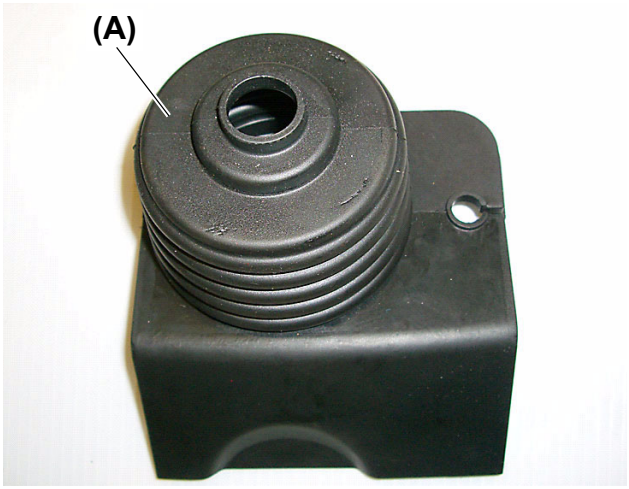

Fig. 2
1. Remove the steering wheel boot **(Fig. 2,(A))**.